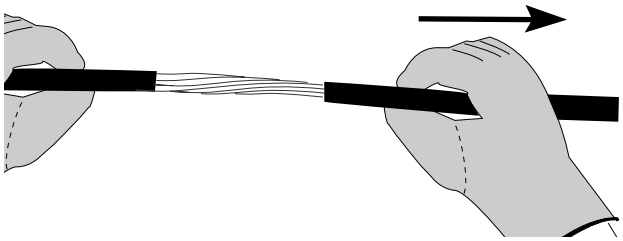

Figure 5
**5.3** Remove the 15 cm (6 in.) section of sheath from the end of the cable – *use care during this step to avoid damaging the buffer tubes* (Figure 5).